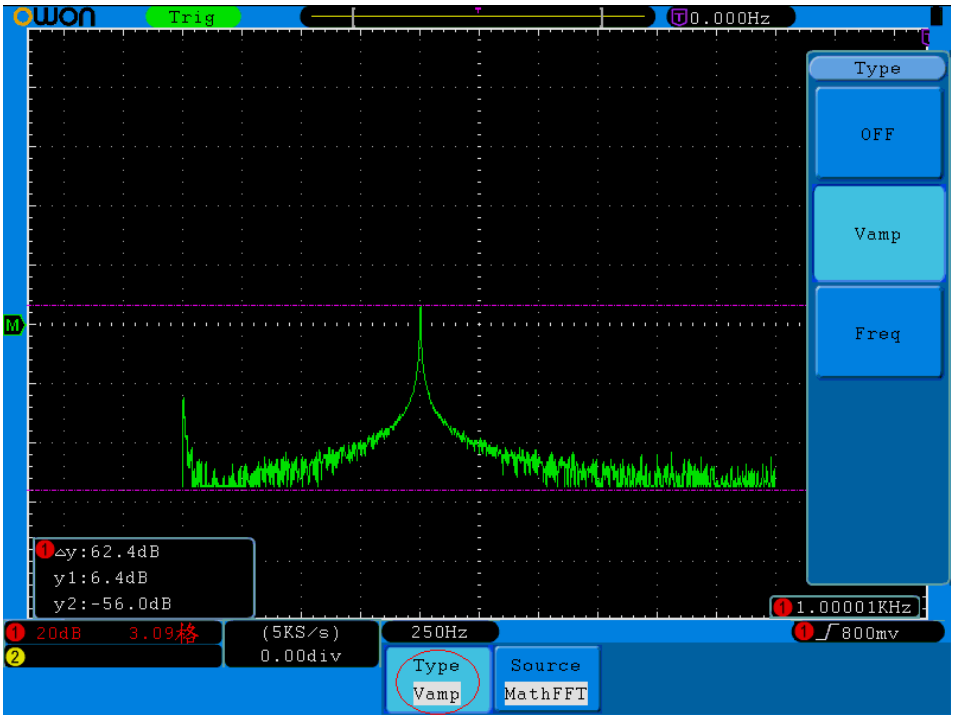

Рисунок 5-65 Использование курсоров для измерения амплитуды напряжения в режиме БПФ
3. Переместите курсоры 1 и 2 в нужное положение в соответствии с формой сигнала с помощью регуляторов **VERTICAL POSITION**; в окне слева внизу экрана будут отображаться значение напряжения между курсорами 1 и 2, а также значения напряжения, соответствующие положениям курсоров (см. рис. 5-65).